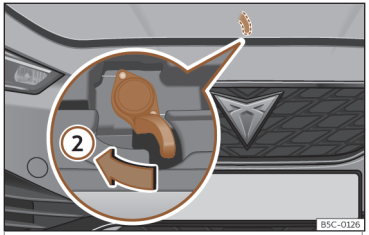

Fig. 216 Leva sotto il cofano del vano motore.
- Per aprire il cofano, premere verso sinistra con il palmo della mano la leva fino al fondo della leva situata al di sotto il cofano stesso, in centro>>> **fig. 216** ②. I ganci del cofano si sbloccano.